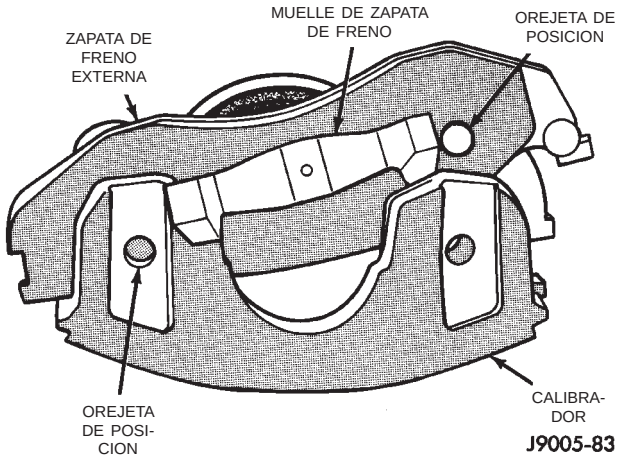

Fig. 31 Desmontaje de la zapata de freno externa
(1) Eleve y apoye el vehículo.
(2) Retire el conjunto de rueda y neumático.
(3) Retire el calibrador.
(4) Oprima un extremo de la zapata externa hacia adentro a fin de desenganchar la orejeta de la misma. A continuación, gire la zapata hacia arriba hasta que el muelle de retención se separe del calibrador. Oprima el extremo opuesto de la zapata hacia adentro para desenganchar la orejeta de la misma y gire la zapata hacia arriba para extraerla del calibrador (Fig. 31).